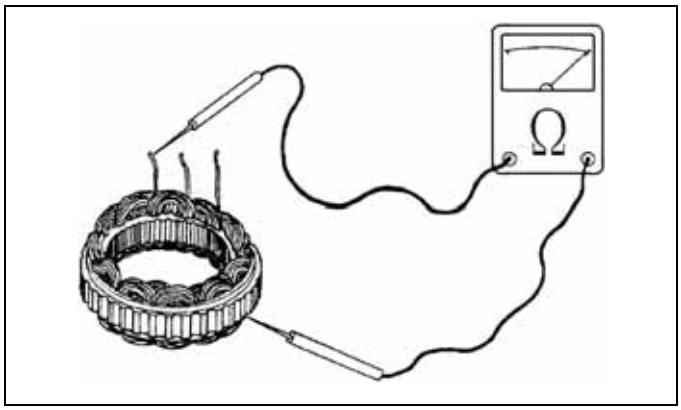

Fig. 5-19
b. Check for continuity between any stator lead and stator core, page 5-8, Fig. 5-19. If there is continuity, the coil is grounded. Replace the stator assembly